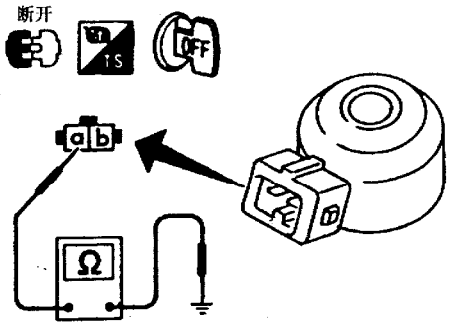

图 8－6－23　爆震传感器
(1) 断开爆震传感器线束插接件。
(2) 如图 8－6－23 所示，用高阻抗数字式万用表检测端子ⓐ与车身之间的导通性，应导通。爆震传感器比较娇贵，轻微的震动（如掉落在地面上）也会损伤，此时应更换新件。